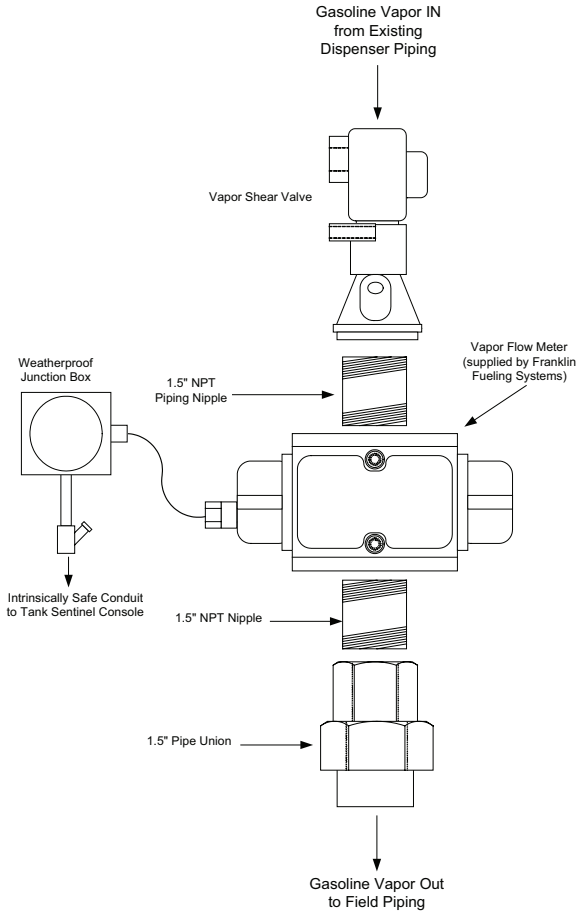

Figure 2
2. Refer to Figure 2 for reference.